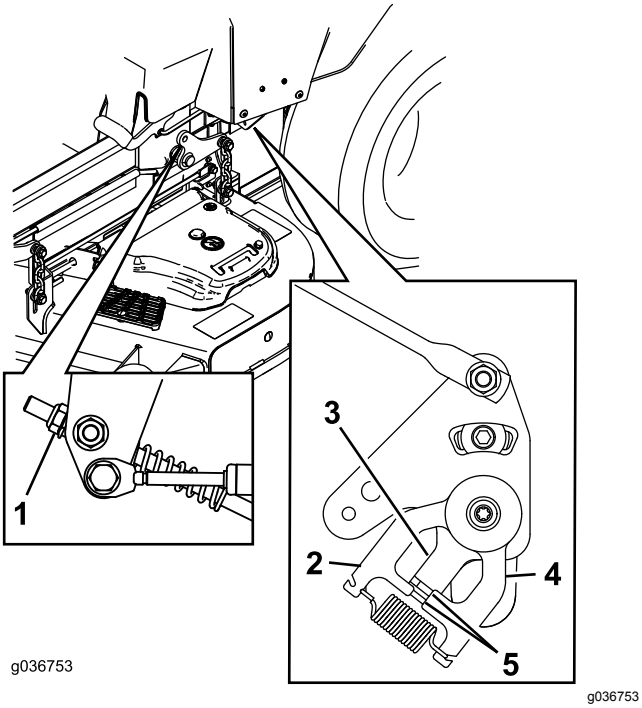

Figure 67
11. Réglez la longueur des tiges de pompes en tournant l'écrou dans le sens voulu jusqu'à ce que les roues tournent légèrement en marche arrière (Figure 67).